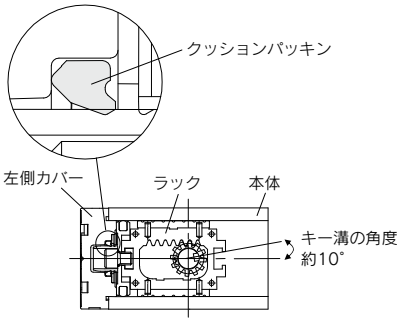

図1 シャフトおよびクッションパッキンの組付方向
4 ラックとピストンを左側カバーに当たるまで押した後、シャフト⑤を本体に挿入する。このとき、キー溝の角度および方向は図1に示すように組立てる。